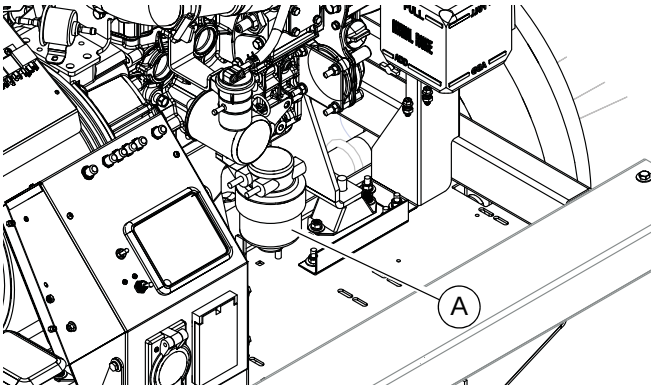

Figure 3-64. Heated Fuel Filter
See ***Figure 3-64***. An optional heated fuel filter (A) prevents diesel fuel from gelling in extremely cold temperatures. Heating cycles are automatically controlled by the Power Zone Autolight.